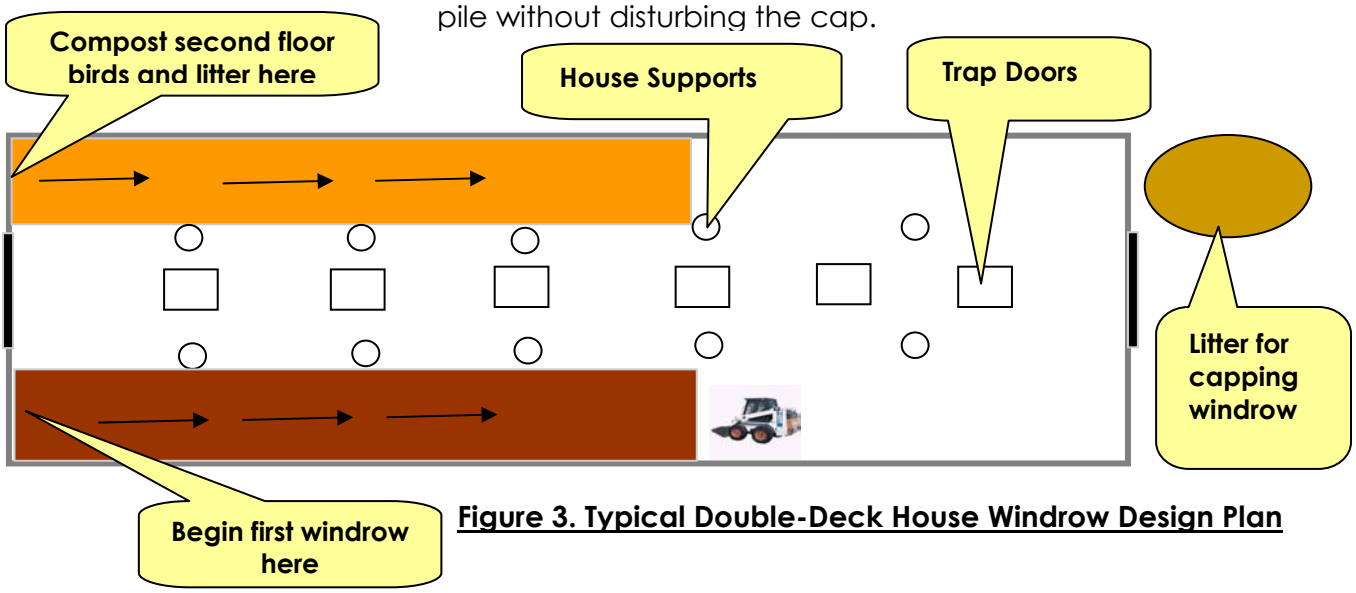

Figure 3. Typical Double-Deck House Windrow Design Plan
- Begin composting downstairs by mixing birds and litter; build the first windrow in the side alley of the building (see Figure 3).
- The windrow for the birds and litter from upstairs should be started in the opposite side alley (see Figure 3).